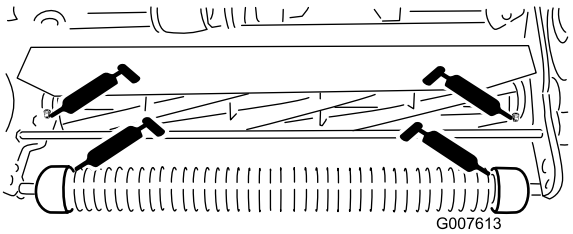

Bild 14
- 2 an der Frontrolle (Bild 14)
- 2 an den Spindellagern (Bild 14)